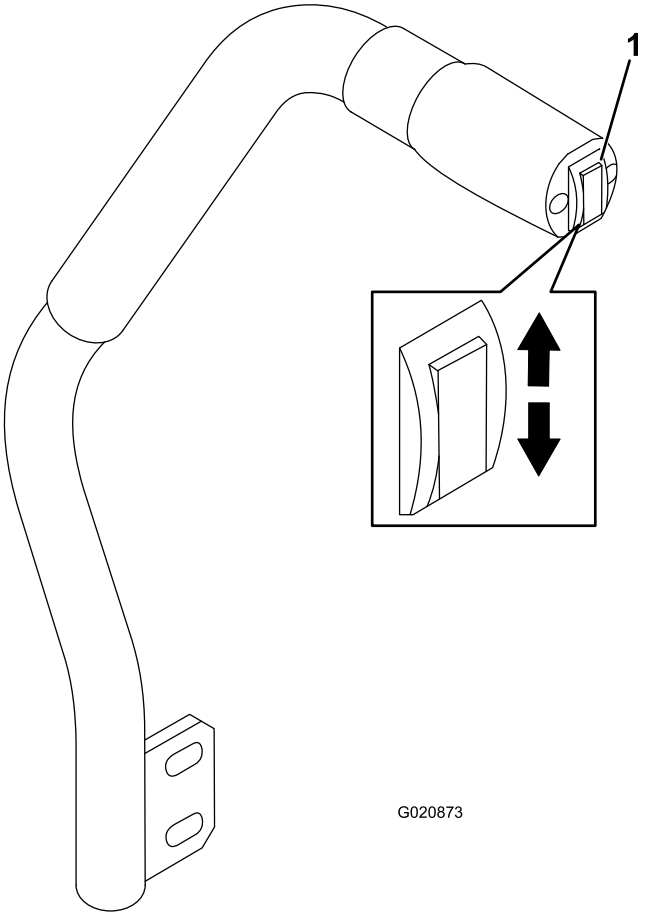

Figur 18
Med brytaren för däcklyft höjer och sänker du klippdäcket (Figur 18). Motorn måste vara igång för att du ska kunna använda denna spak.
- Sänk gräsklippardäcket genom att föra däcklyftsbrytaren framåt (Figur 18).
- Höj gräsklippardäcket genom att trycka däcklyftsbrytaren uppåt (Figur 18).
1. För tillbaka brytaren för däcklyft medan motorn är igång tills klippdäcket är helt upphöjt och **släpp omedelbart brytaren** (Figur 18).